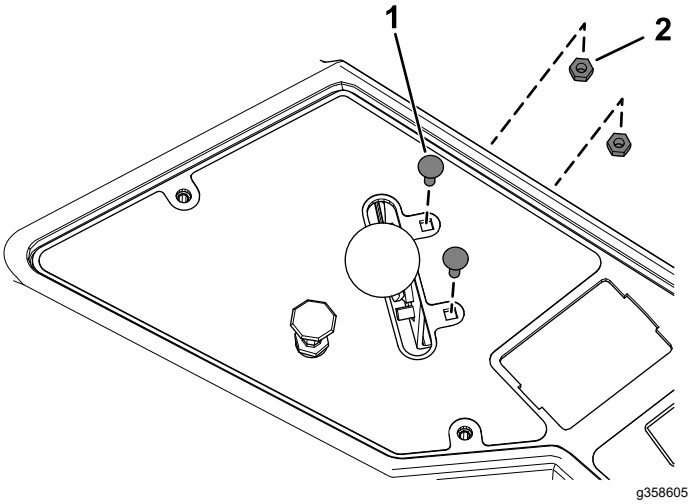

Figur 20
2. Fjern de 2 bolte og 2 møtrikker, der fastgør gashåndtaget til kontrolpanelet (Figur 20).